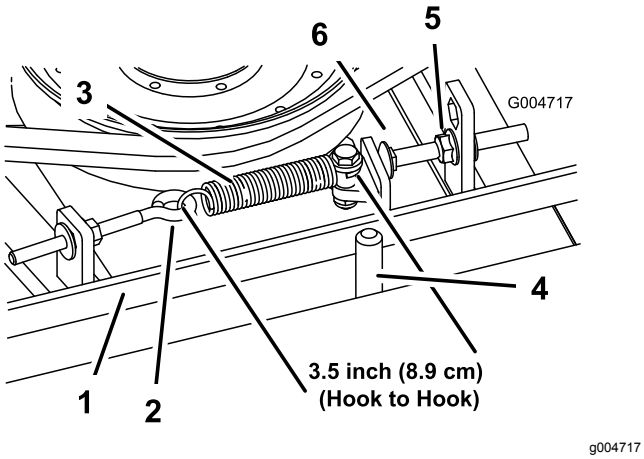

Figur 97
Vid korrekt spänning ska förlängningsfjäderns mått (från krok till krok) vara cirka 8,9 cm ± 0,63 cm (inuti). När fjäderspänningen är korrekt ska du justera stoppbulten (vagnsbulten) tills det finns ett spel på cirka 0,32 + 0,152/0,000 cm mellan bultens huvud och mellandrevsarmen (Figur 97).
Obs: Kontrollera att remmen sitter på fjädersidan av remstyrningen (Figur 97).
2. Lossa öglebulten så att du kan ta bort förlängningsfjädern (Figur 97).
3. Lossa den flänsmutter som håller fast stoppbulten på monteringstappen. Lossa muttern tillräckligt för att mellandrevsarmen ska kunna passera stoppbulten (Figur 97). Flytta mellanremskivan bort från remmen för att minska remmens spänning.
8. Sätt fast förlängningsfjädern (Figur 97) i öglebulten igen, och spänn remmen på följande sätt: